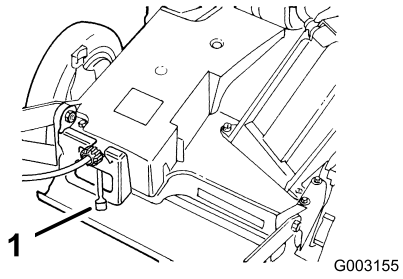

Figura 14
4. Portate il selettore della velocità in posizione di folle (N) (Figura 14).
Il tosaerba ha tre velocità di trazione. La prima è lenta, la seconda è media e la terza è veloce. Il selettore della velocità è posto nella parte posteriore del copricinghia (Figura 14).